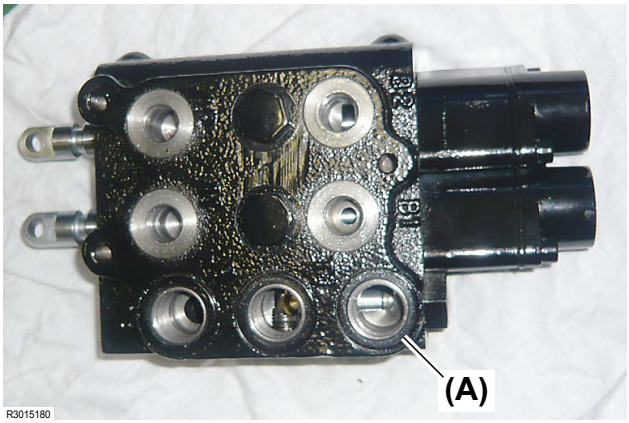

Fig. 10
9. The implement control valve **(Fig. 10, (A))** is supplied in an assembly for parts replacement.